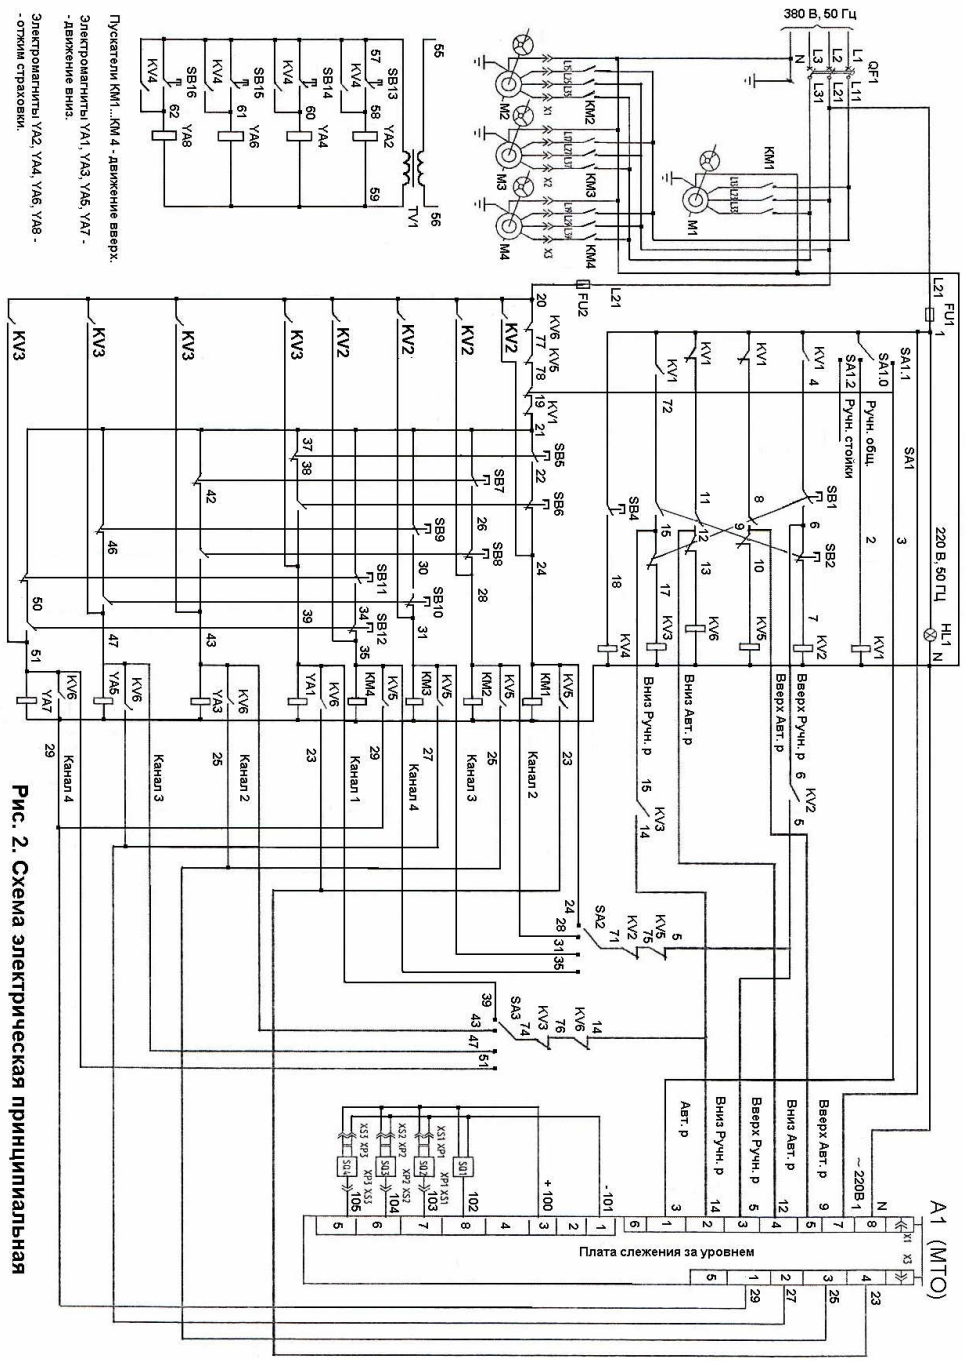

Рис. 2. Схема электрическая принципиальная
4.10. Схема электрическая принципиальная и схема соединений приведены на Рис.2 и 3. Перечень элементов схемы электрической принципиальной приведен в таблице № 1.
6.2.4. Подключить шкаф аппаратный к электросети в соответствии со схемой электрической принципиальной (см. Рис.2).